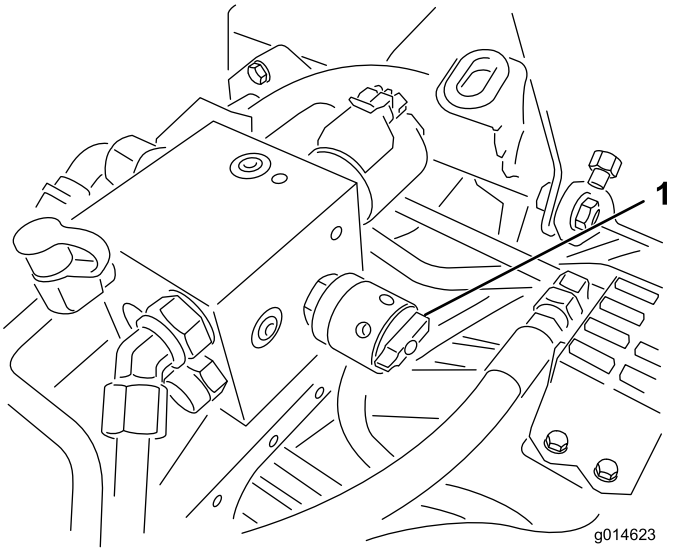

Figuur 55
6. Draai de toerentalregeling van de messenkooien naar instelling 1 (Figuur 55).